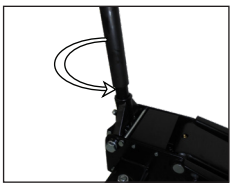
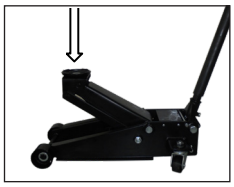

fig 1.
fig 2.
a. Open release valve with the handle assembly (fig.1) not more than two twists and press down on head cap (1) (fig.2) to ensure lifting arm is fully down.